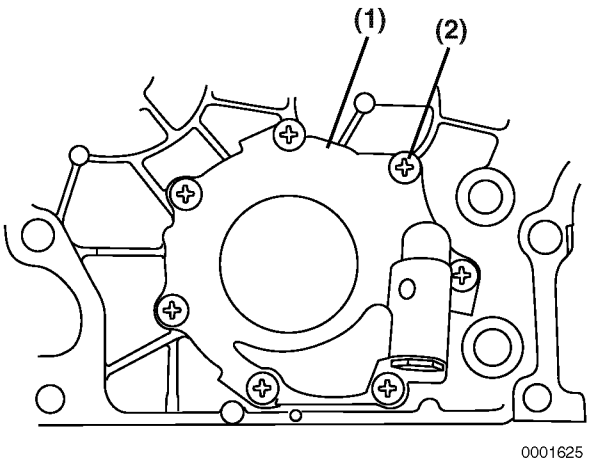

Figure 9-5
3. Remove the seven oil pump cover **(Figure 9-5, (1))** screws **(Figure 9-5, (2))**.
4. Remove the oil pump cover **(Figure 9-5, (1))** from the gear case cover.